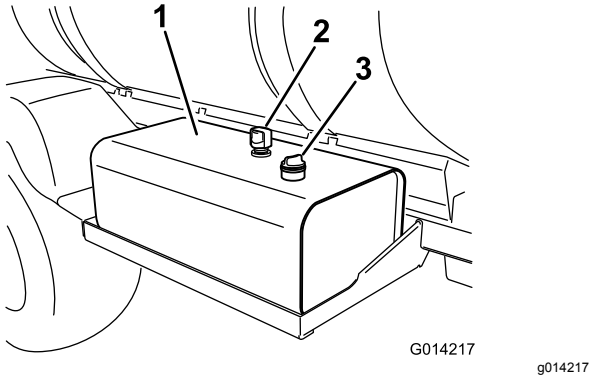

Figur 89
2. Rengör området runt hydraulvätsketankens oljestickslock och ta bort locket (Figur 89).